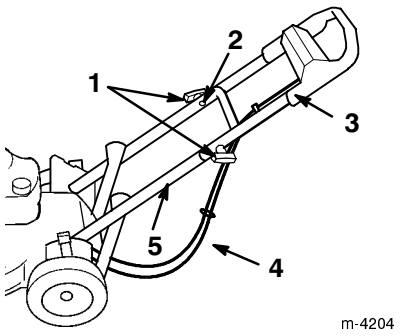

Figura 3
5. Verificate che i cavi siano infilati sotto la stegola inferiore, e dietro di essa, come riportato nella Figura 3.